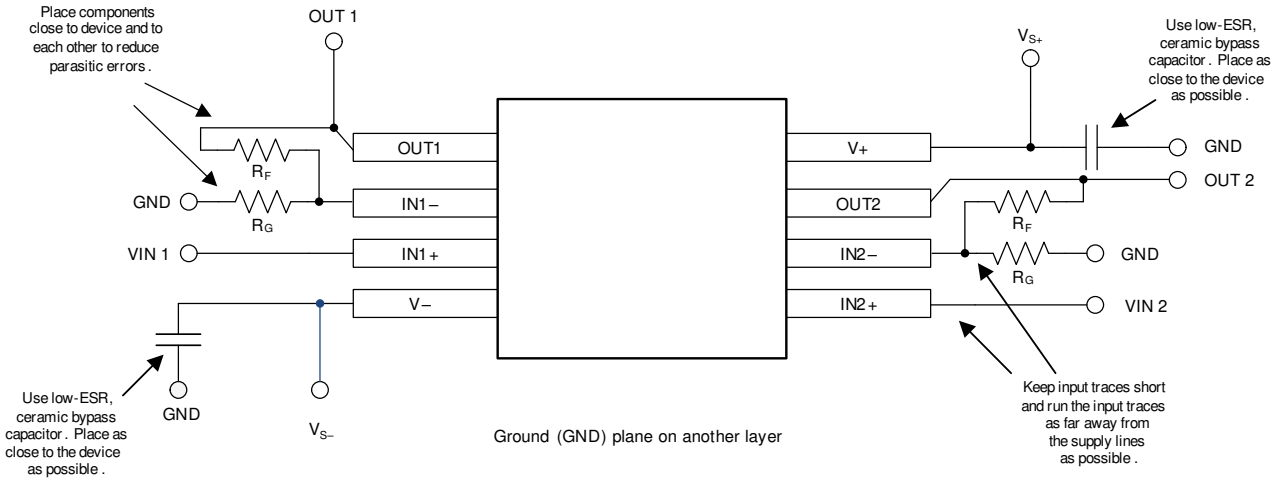

图 10-10. 布局示例
- 外部元件尽可能靠近器件放置。如图 10-10 所示，使 R_F 和 R_G 接近反相输入可最大限度地减小反相输入端的寄生电容。